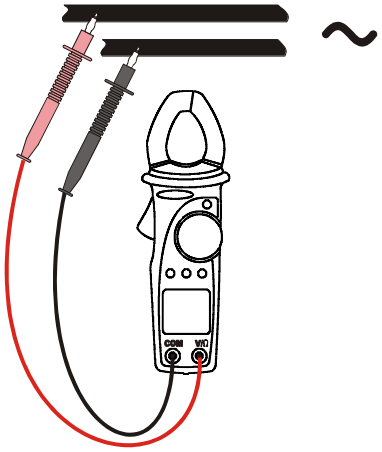

Fig. 7: Análise de harmónicos de tensão.
4. Colocar as ponteiras nos pontos pretendidos do circuito em exame (ver Fig. 7). O instrumento apresenta o símbolo "**THD%**" correspondente à medição percentual da Distorsão Harmónica Total para a tensão em exame (para o significado das grandezas medidas consultar o capítulo 7).